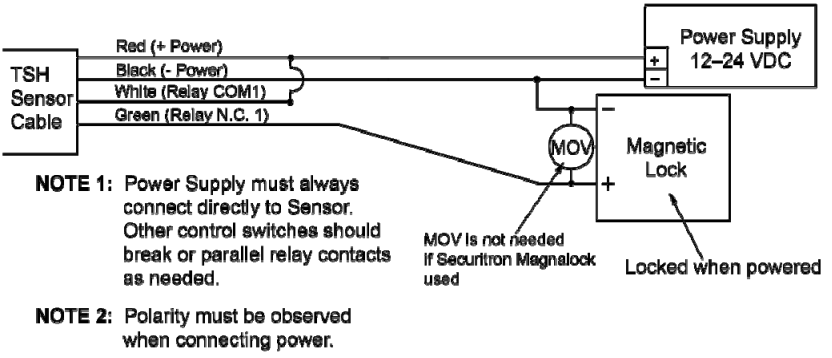
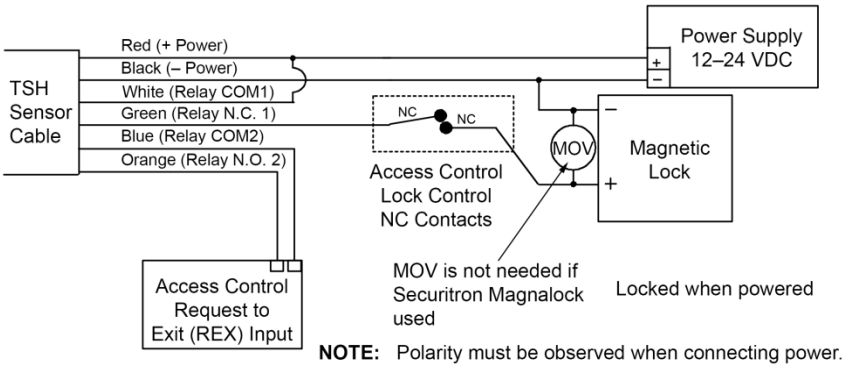

Figure 3. TSH Wiring for Fail Safe Electric Lock
Figure 4. TSH Double Break Wiring
NOTE 1: Figure 3, “TSH Wiring for Fail Safe Electric Lock,” and Figure 4, “TSH Double Break Wiring,” show a generic use of the TSH with any type magnetic lock and power supply.
1. CONNECT the electrical wiring in accordance with Table 1, “Sensor Wiring,” and Figures 3 and 4.